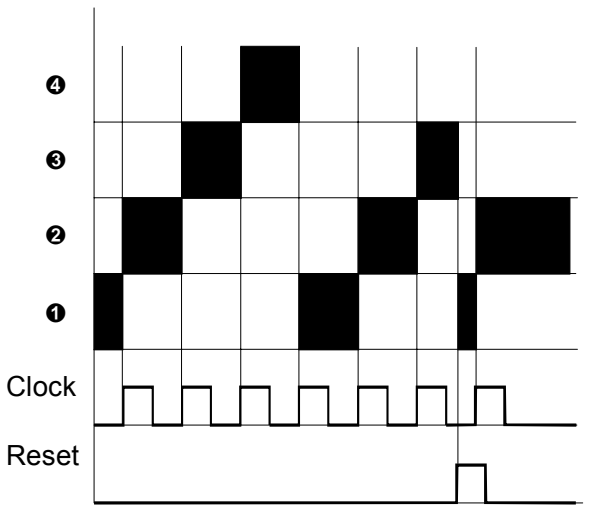

Abb. 1: Schaltverhalten des A-151
Mit jedem Impuls am Trigger-Eingang wird der gemeinsame Aus-/Eingang zum nächsten Ein-/Ausgang weitergeschaltet. Nach der Verbindung mit dem vierten Ein-/Ausgang wird der gemeinsame Aus-/Eingang beim nächsten Trigger-Impuls wieder zum ersten Ein-/Ausgang geschaltet (s.Abb. 1).
Ein positiver Impuls am **Reset-Eingang** schaltet den gemeinsamen Aus-/Eingang zum ersten Ein-/Ausgang durch (s. Abb. 1).
Nach der Verbindung mit dem vierten Ein-/Ausgang wird beim nächsten Trigger-Impuls der gemeinsame Aus-/Eingang wieder zum ersten Ein-/Ausgang durchgeschaltet (s. Abb. 1).
❷ Res. In
Falls Sie unabhängig von der jeweiligen Schalterstellung den gemeinsamen Aus-/Eingang zum ersten Ein-/Ausgang durchschalten möchten, so führen Sie dem **Reset-Eingang ❷** einen Reset-Impuls zu (s. Abb. 1). Mit der steigenden Flanke dieses Impulses wird der Reset-Vorgang durchgeführt.
❸ O/I
Die Buchse ❹ ist der **gemeinsame Aus-/Eingang**. Beim ersten Einschalten des A-100 und nach jedem Reset-Impuls ist diese Buchse mit dem ersten Ein-/Ausgang ❹ verbunden (s. Abb. 1).
❹ I/O 1 • ❺ I/O 2 • ❻ I/O 3 • ❼ I/O 4